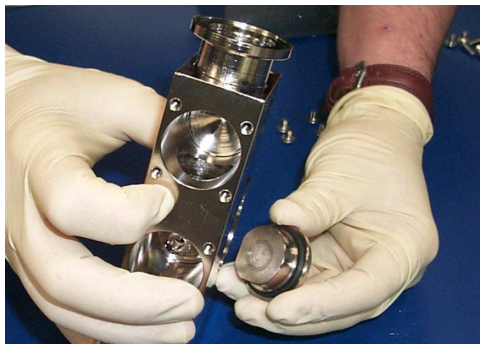

Figure 5-39 Removal of Second Deflecting Magnetic Pole Piece
4. Repeat Step 1and Step 2 to remove the second deflecting magnetic pole piece (Figure 5-39) from the other side of the spectrometer tube body.